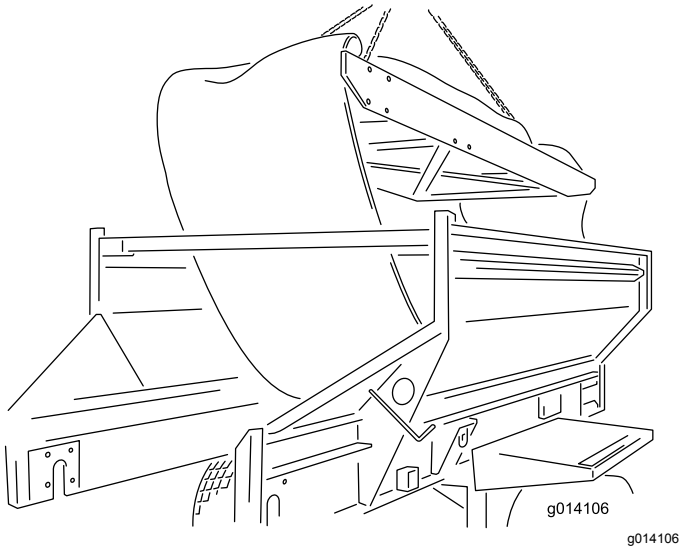

Figuur 60
24. Verwijder het element door dit omhoog te brengen vanaf de bovenkant van de machine. Plaats het element op de grond (Figuur 60).